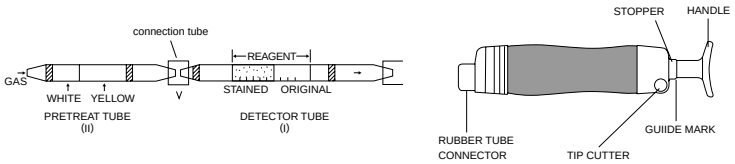

Fig. 1
② Insert the detector tube into aspirating pump securely as shown in Fig.1. (Arrow mark shall point to the pump.)
③ Align the guide marks on the shaft and stopper of the aspirating pump.
④ Pull the pump handle at full stroke until it locks and wait for 5 minutes or until the completion of sampling is confirmed with the flow indicator of the pump (See descriptions about the flow indicator in the instructions of the pump).
⑤ On completion of sampling, read the scale at the maximum point of the stained layer.
⑥ If the discolouration is over the full scale (2.6%), 1/2 (50ml) pump strokes sampling is available. Insert the new detector tube into the pump inlet and pull the pump handle at 1/2 pump strokes (to 50ml line), it will be automatically locked. Leave it for 1.5 minutes as it is.
⑦ Remove the detector tube from the pump and read the concentration.
⑧ Then multiply the reading value by 2.